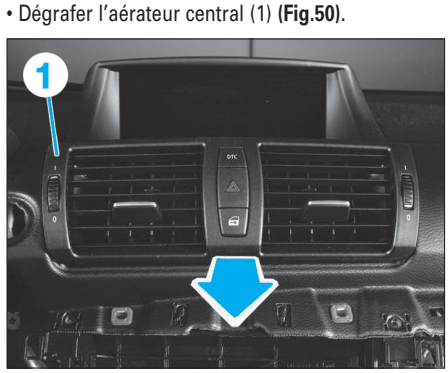

Fig. 50
• Dégrafer l'aérateur central (1) **(Fig.50)**.